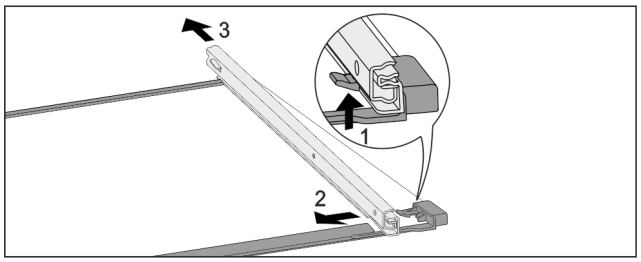

Fig. 159 Stikla plaukts ar sliedēm
▶ Spiediet priekšējo fiksācijas āķi uz augšu. *Fig. 159 (1)*
▶ Aizbīdiet izvelkamo sliedi uz sāniem *Fig. 159 (2)* un uz aizmuguri *Fig. 159 (3)*.